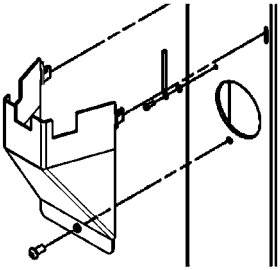

Figuur 2: Kabelafdekking bevestigen
8. Bevestig de afdekplaat aan de paal met de antidiefstalbout M8x16 mm (zie figuur 2).